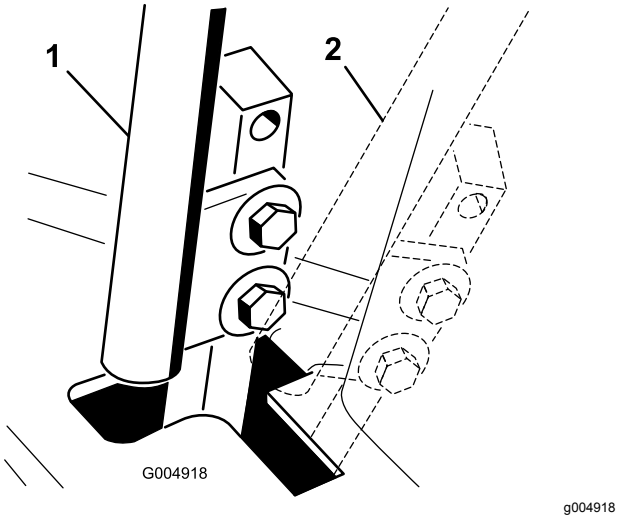

Figur 51
4. Flytt kontrollspaken til den NØYTRALE, men **ikke den låste** stillingen (Figur 51).
6. Kontroller hvor det er mulig at kontrollspaken treffer hakket i konsollen (Figur 51).